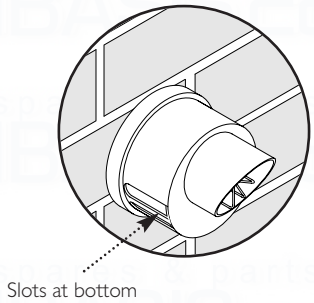

Fig. 55
10. Ensure that the terminal is positioned with the slots to the bottom (Fig. 55).